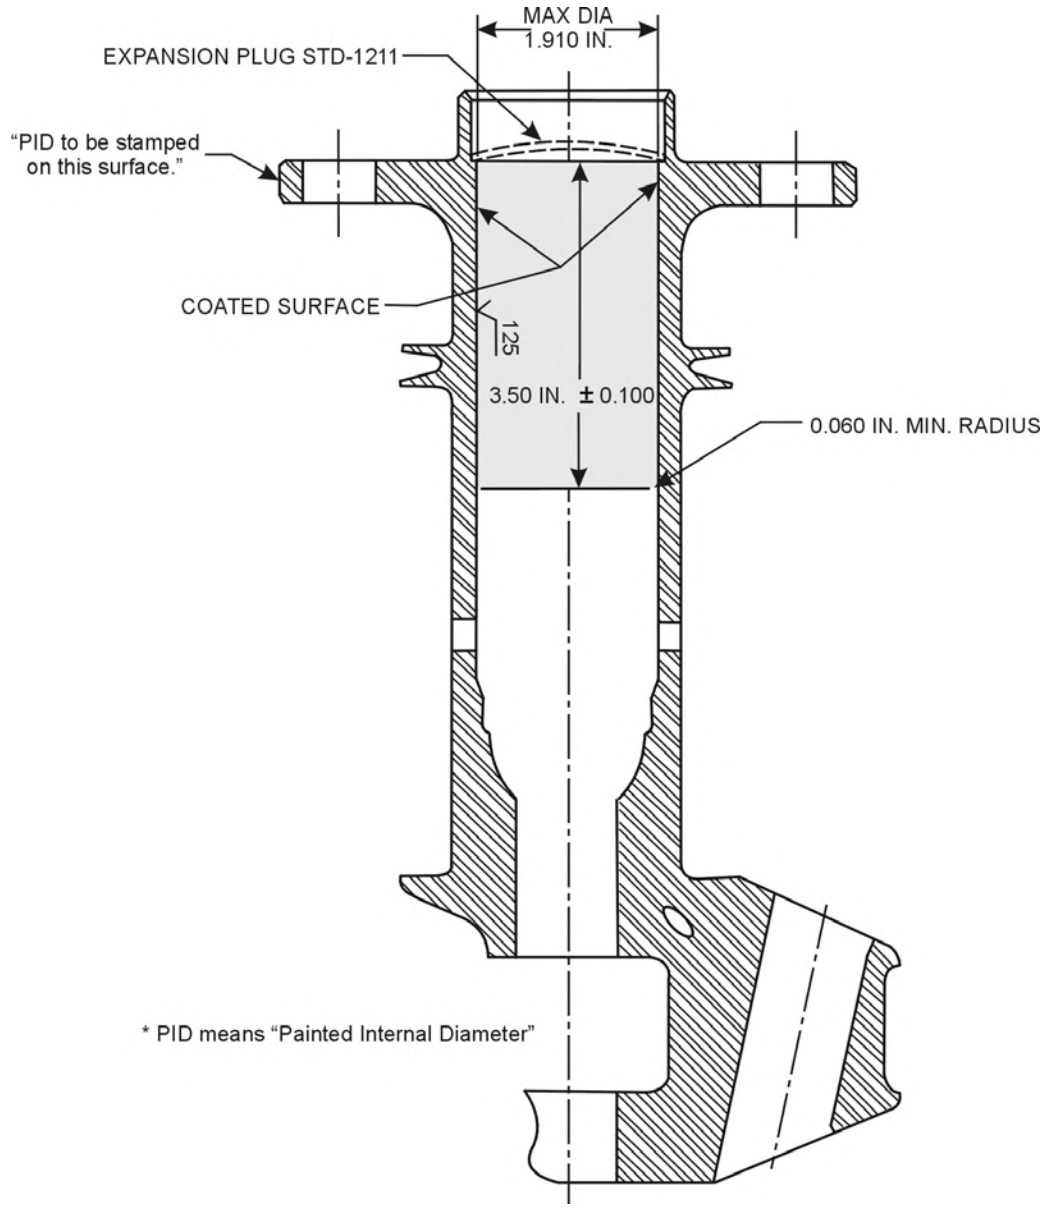

Figure 7-4C.
f. Bore I.D. to remove Urethabond 104. Do not exceed required dimensions. See figure 7-4C.